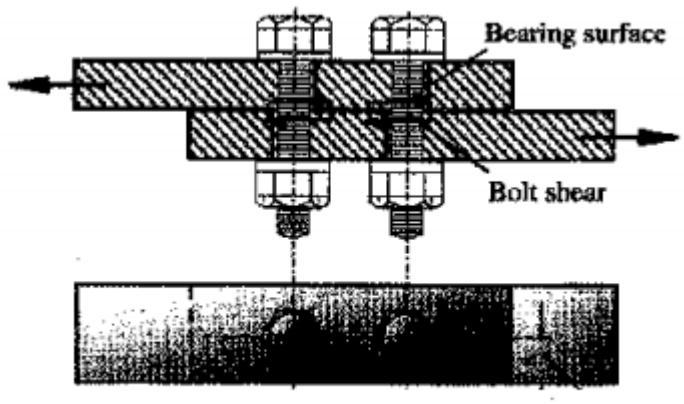

**Figure 2**
**Q4) A lap joint shown in Figure 2 which is a connection of two 10mm thick S 275 plates using two black bolts of Grade 8.8, 16mm diameter. There is one shear interface and it is assumed that the bolt is fully threaded.**